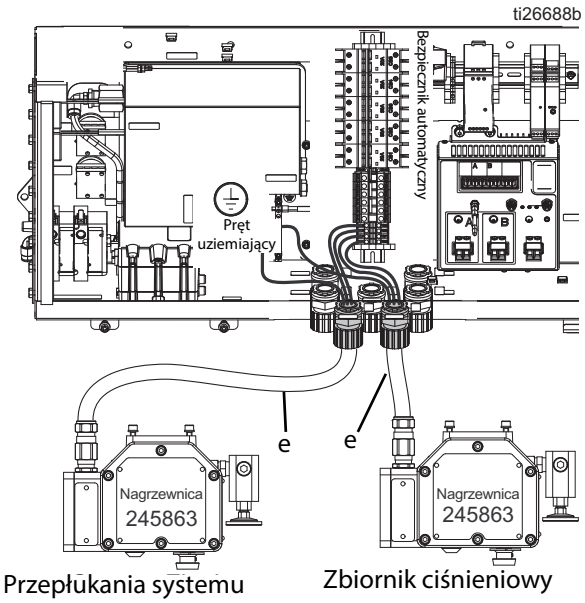

**RYS. 17**
**W przypadku modeli do pracy w strefach niebezpiecznych:** podłączyć przewody zasilania grzejników (e) podgrzewacza zbiornika i podgrzewacza płukania do listwy zaciskowej. Patrz RYS. 17.